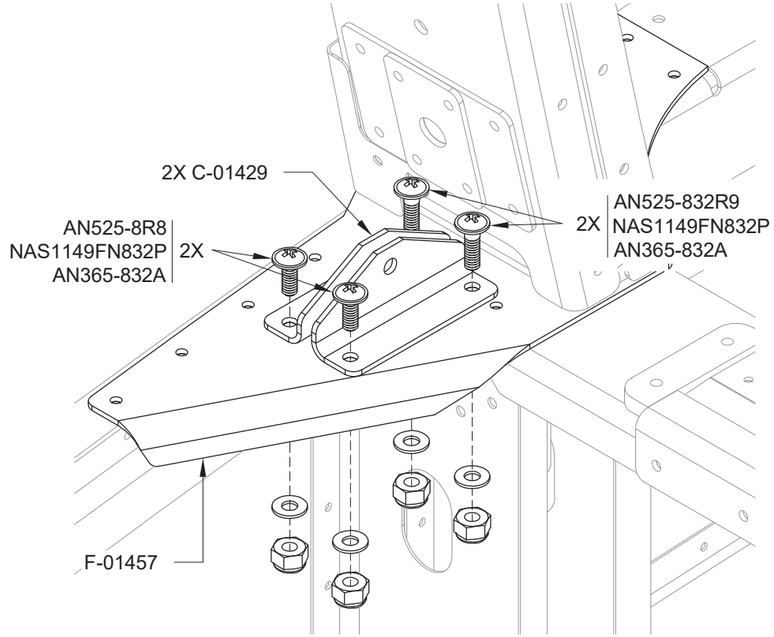

FIGURE 2: LATCH BELLCRANK ANGLE INSTALLATION
Step 9: Install the C-01429 Latch Bellcrank Angles as shown in Figure 2.